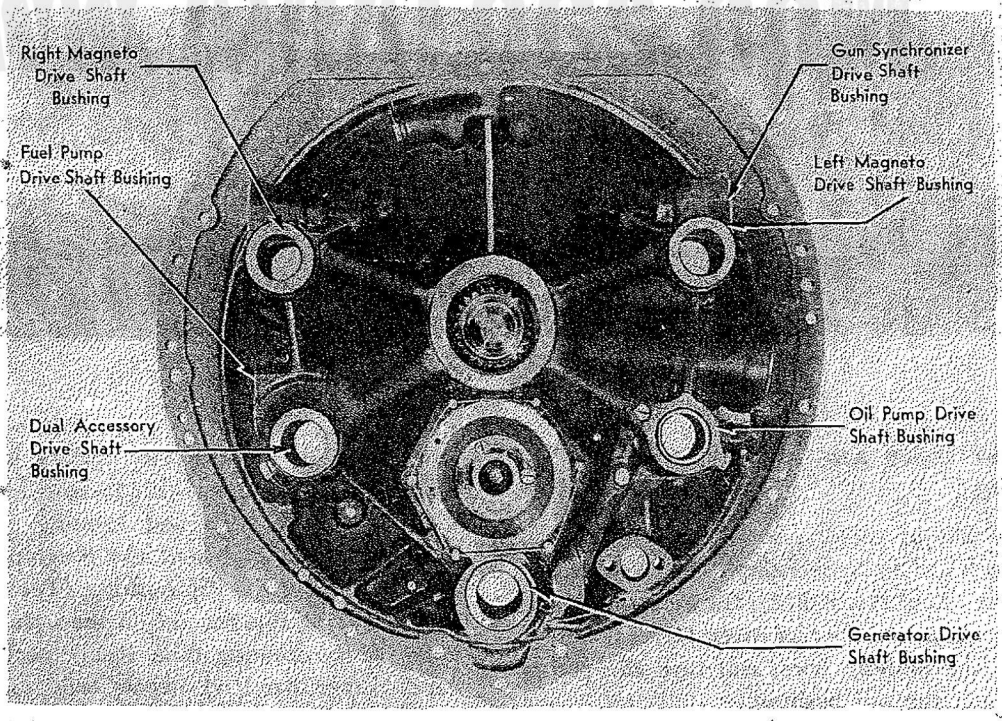

Figure 158—Location of Bushings in Supercharger Rear Housing Cover
a. If any of the bushings in the supercharger rear housing cover need replacing, this can be accomplished by using tool set No. 83871. This set of tools contains all the tools necessary for replacing all bushings in the supercharger rear housing cover. The use of the fixtures and tools included in this set insures that the proper location of bushing holes will be obtained upon installation of new bushings. This is extremely important in order that the accessory driving gears which pilot in the bushings will be properly aligned and meshed. For location of bushings refer to Figure 158.